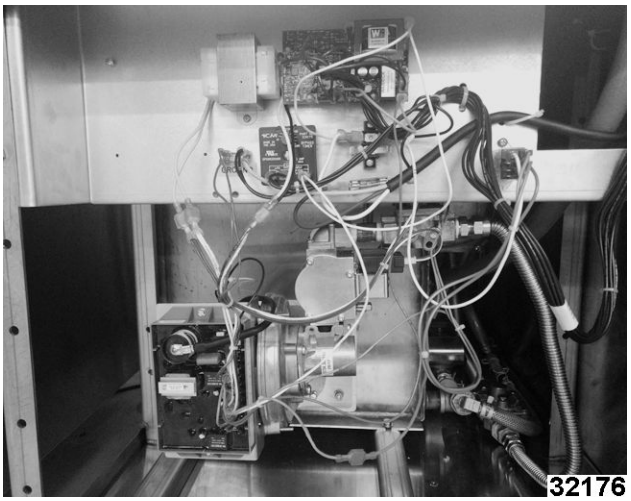

**Fig. 23**
**CURRENT PRODUCTION SHOWN IN** Fig. 23